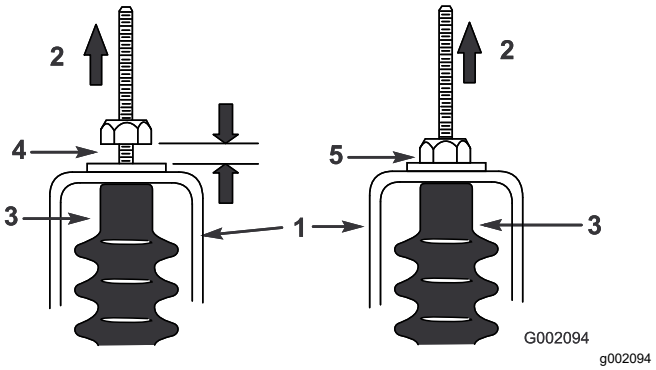

**Figura 63**
5. Tire hacia arriba de cada cable de cambio y asegúrese de que hay una distancia de 0,76–1,52 mm entre la tuerca/arandela y la pletina de punto muerto (Figura 63).